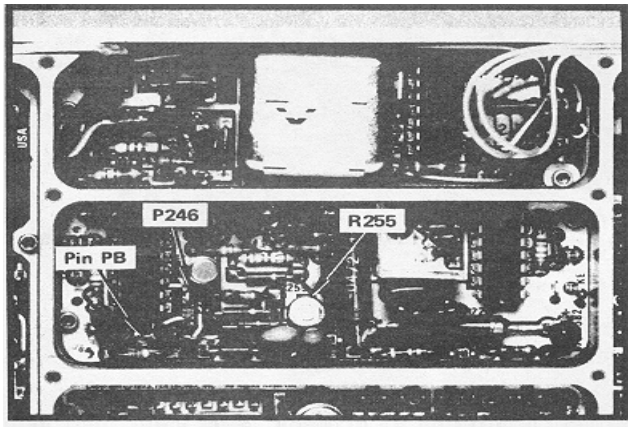
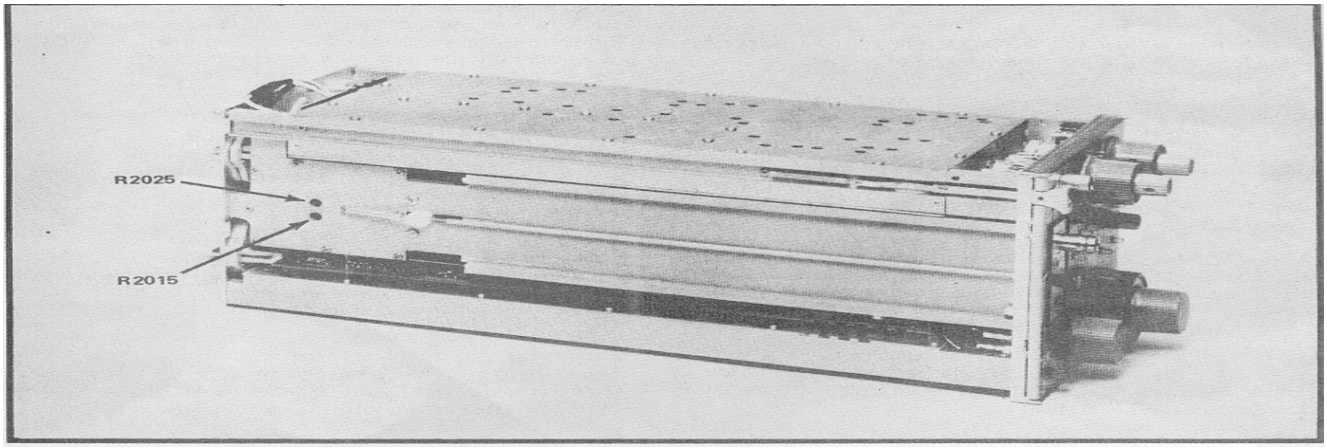
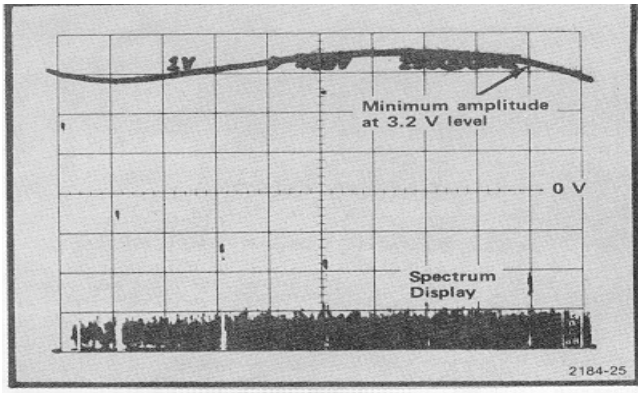

Fig. 4-9. Location of 1st LO Phase Lock test points and adjustments.
Fig. 4-10. Location of 1st LO adjustments.
Fig. 4-11. Typical response at pin PB when adjusting Sweep Offset and Gain.
d. Connect P246 (Fig. 4-9) from pin 2 to 3 then use the dc coupled amplifier to measure the dc voltage on P246. Adjust R255 (Fig. 4-9) for a voltage of 1.4 V. Reconnect jumper P246 from pin 1 to 2.
e. Connect the In put of the vertical amplifier through a test probe to pin PB (Fig. 4-9) on the 1st LO Lock board. With the FREQUENCY SPAN/DIV at MAX position, adjust the Sweep Offset, with R2015 (Fig. 4-10), for a voltage of 3.2 V at pin PB.
f. Now adjust the Sweep Gain, with R2025 (Fig. 4-10), for minimum signal amplitude as illustrated in Fig. 4-11. Repeat the Sweep Offset and Sweep Gain adjustments until minimum peak-to-peak signal amplitude is obtained with a dc level, at pin PB, of 3 2 V.
The 1st LO frequency must be nearly correct to obtain the proper waveform from the 1st LO lock. If this waveform cannot be obtained, set the FREQUENCY SPAN/DIV to MAX, Display Mode to 10 dB/DIV, and RESOLUTION to 30 kHz. Note the position of the 0 Hz start spur. Now, adjust R2015 and R2025 (Fig. 4-10) to position the 0 Hz start spur under the first graticule line. **If the lock is working, there should be a slight hesitation as the 0 Hz start spur Is tuned past the fit graticule line. Once the 0 Hz start spur Is In the correct position, a usable waveform should be obtained from the 1st LO lock.**